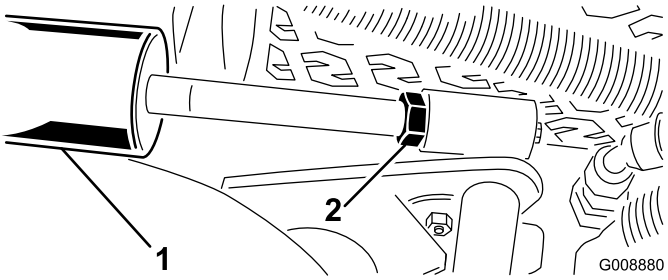

**Figur 15**
A. Sänk klippenheterna och flytta kontramuttern bakåt på cylindern (Figur 15).